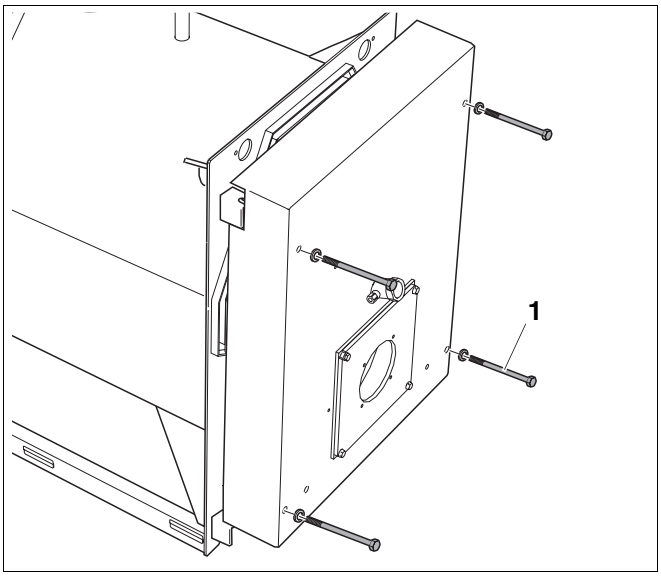
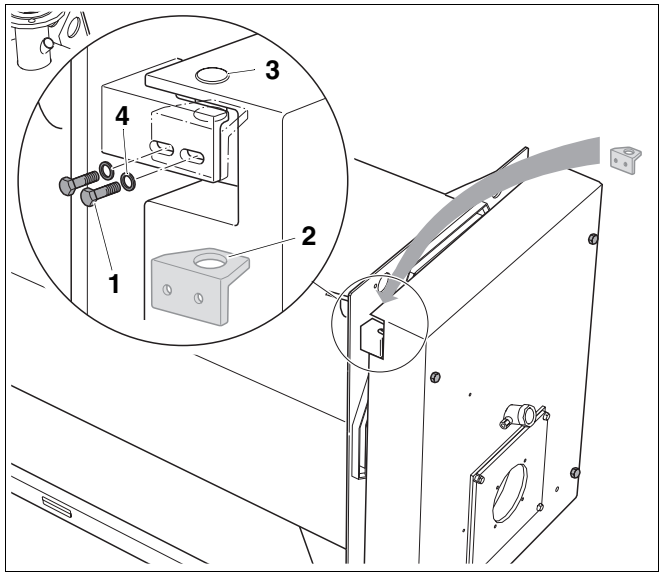

Fig. 8 Apertura della porta del bruciatore
Fig. 11 Sostituzione della cerniera
- Estrarre le 4 viti della porta (fig. 8, **pos. 1**) e aprire la porta del bruciatore.
- Inserire l'angolare di supporto superiore (fig. 11, **pos. 2**) sul lato opposto con il foro nel perno della cerniera (fig. 11, **pos. 3**) ed avvitarlo con le 2 viti a testa esagonale (fig. 11, **pos. 1**) e le rondelle (fig. 11, **pos. 4**) sull'angolare portante della porta.
L'angolare di supporto (fig. 11, **pos. 2**) può essere regolato nelle asole dell'angolare portante della porta. All'apertura della porta potrebbe essere necessario regolare in avanti l'angolare di supporto superiore, per poter aprire la porta più comodamente.
- A tale scopo allentare leggermente entrambe le viti a testa esagonale (fig. 11, **pos. 1**) dell'angolare di supporto e svitare di alcuni giri le viti della porta (fig. 8, **pos. 1**). In seguito al peso proprio della porta, l'angolare di supporto si muove in avanti.